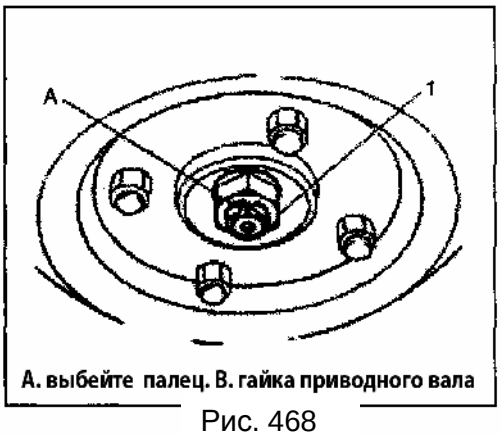

Рис. 468
1) Выбейте палец и снимите гайку и шайбу приводного вала (Рис. 468).